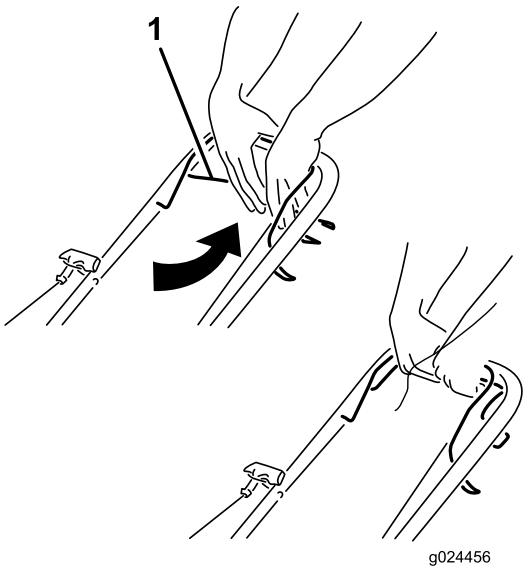

Figur 14
- **Sådan betjener du selvkørselsdrevet:** Tryk selvkørselsdrevstangen mod håndtaget, og hold den der (Figur 14).